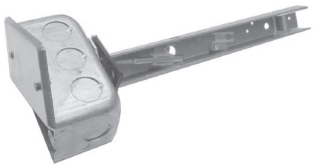

Figure 8. Sensor Holder and Junction Box Assembly
b. For units with sensor holder and junction box assembly option (see **Figure 8**):